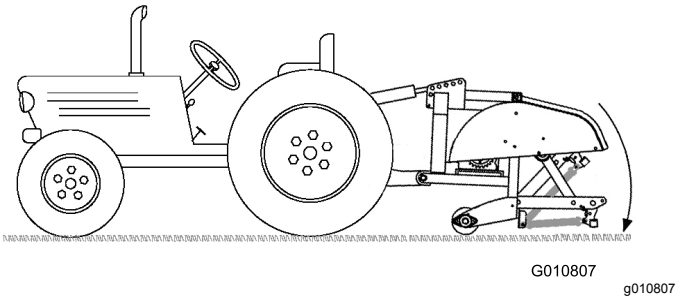

**Figur 13**
4. Senk luftemaskinen til bakken og forleng til den hydrauliske toppleddsylinderen eller øvre ledd så langt som mulig (Figur 13).